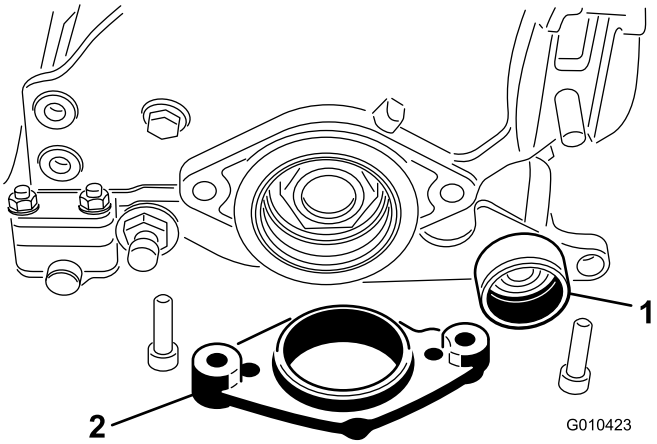

Figur 9
6. Påfør fedt på pakningen i højre sideplades lejestøtte og på enden af trimmerakslen (Figur 9).
7. Indsæt den anden ende af trimmerakslen i højre sideplades lejestøtte (Figur 9).
8. Sæt motorophænget på sidepladen (Figur 9).
9. Fastgør motorophænget og sidepladen til højre ende af klippeenheden med de to bolte og møtrikker, du fjernede tidligere (Figur 9).